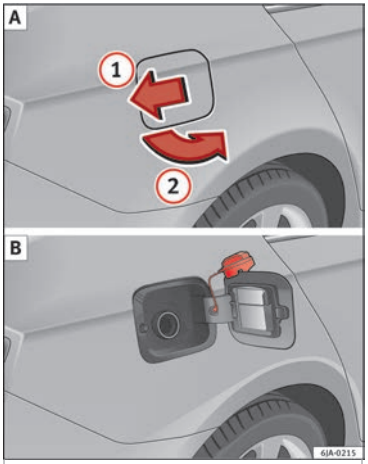

Fig. 203 Vehicle as seen from the rear right: fuel tank flap/fuel tank flap with tank unscrewed cap attached.
The correct type of fuel for your vehicle is indicated on a sticker on the inside of the fuel tank flap, along with the tyre size and pressure ››› **Fig. 203** B.
– Press the flap in the direction of the arrow (1) ››› **Fig. 203**.
– Open the cover in the direction indicated by the arrow (2).
– Unscrew the tank cap anti-clockwise and place it on top of the tank flap ››› **Fig. 203** B.
– Once the vehicle has been unlocked using the central locking button, press the fuel flap in the direction of the arrow (1) ››› Fig. 203.
– Unscrew the tank cap anti-clockwise and place it on top of the tank flap ››› Fig. 203 B.